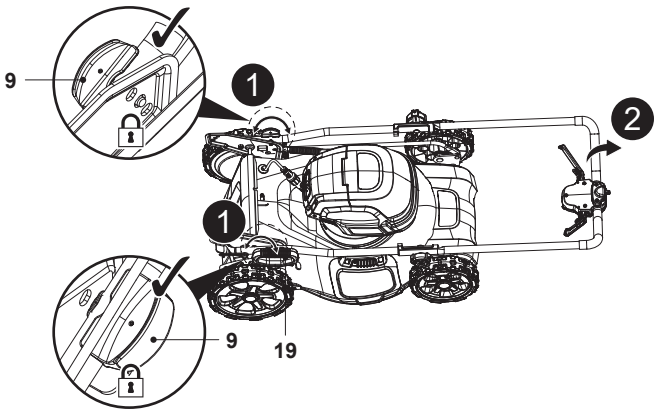
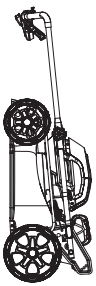

Fig. 24
Fig. 25
1. Éteindre la machine et retirer les deux batteries (27) avant le rangement.
- Retirer le sac de ramassage (8)/l'obturateur mulching (26).
- Régler le levier de réglage de la hauteur de coupe (19) sur la position la plus basse.
- Tourner les deux poignées de serrage (9) à 90° vers l'arrière, puis replier complètement l'ensemble de guidon (Fig. 24, étapes 1, 2).
- Fixer les raccords en tournant les deux poignées de serrage (9) à 90° vers l'arrière et s'assurer que la goupille de tension automatique (9a) passe à travers le trou de stationnement (10b) du support de guidon (10) afin d'éviter toute dispersion avant le rangement à la verticale.
- Ranger la tondeuse à gazon à plat ou en position verticale (Fig. 25).